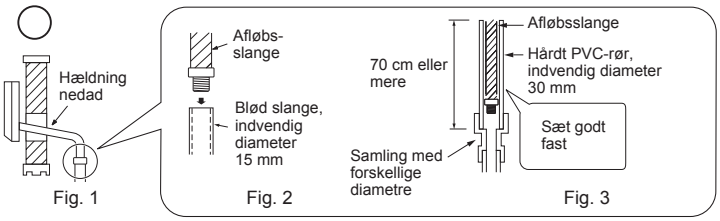

Fig. 1 Fig. 2 Fig. 3
- Afløbsslangen skal pege nedad, så afløbet kan foregå problemfrit. (Fig. 1)